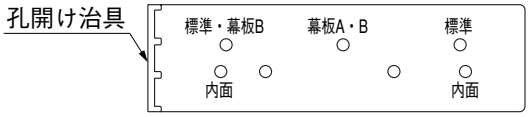

図8-6　孔開け治具
- 下孔の位置は、孔開け治具の「標準」と刻印した孔位置です。（図8-6参照）
❸床板上面のφ4.5の孔にφ8サラ取り加工をしてください。